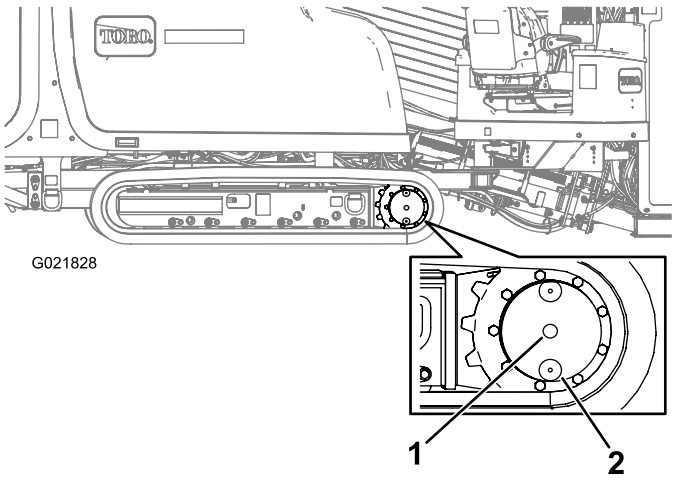

Figure 133
2. Nettoyez la surface autour du bouchon de contrôle du niveau d'huile avec un solvant de nettoyage (Figure 133).
3. Enlevez le bouchon de contrôle du niveau d'huile (Figure 133).
2. Nettoyez la surface autour du bouchon de contrôle de niveau d'huile (Figure 133).
3. Faites tourner le train planétaire jusqu'à ce que le bouchon de vidange d'huile se trouve juste sous le bouchon de contrôle de niveau d'huile (Figure 133).